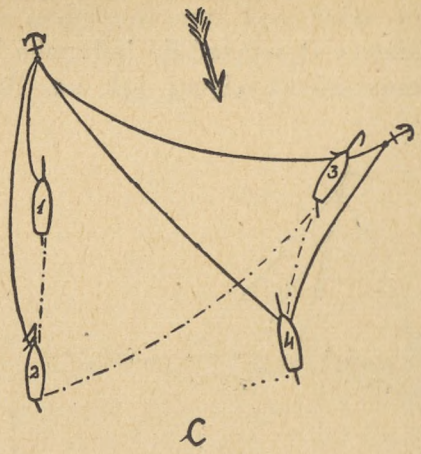

Rys. 196.
tego uniknąć, możemy wykonać inny manewr, jak pokazuje rys. 196. Po rzuceniu pierwszej kotwicy luzujemy łańcuch, po czym go stopujemy i przy pomocy sztaksli obracamy jacht (2) i na sztakslach płyniemy do punktu 3, gdzie rzucamy drugą kotwicę.